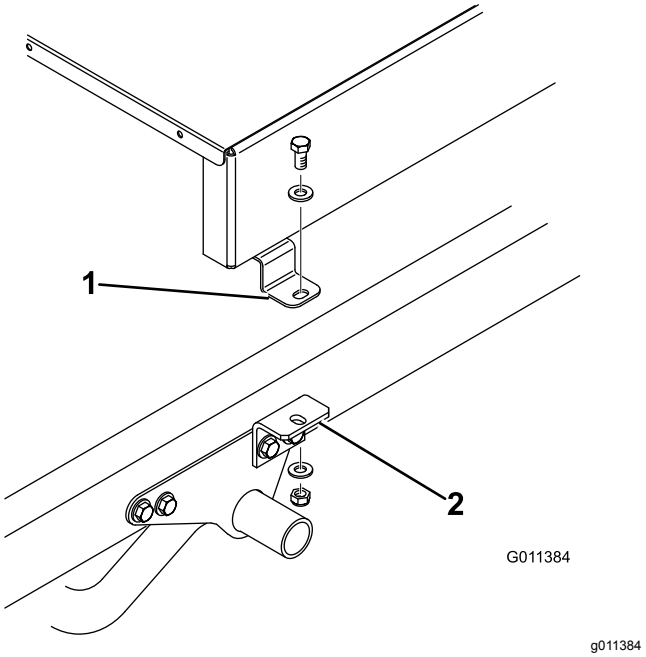
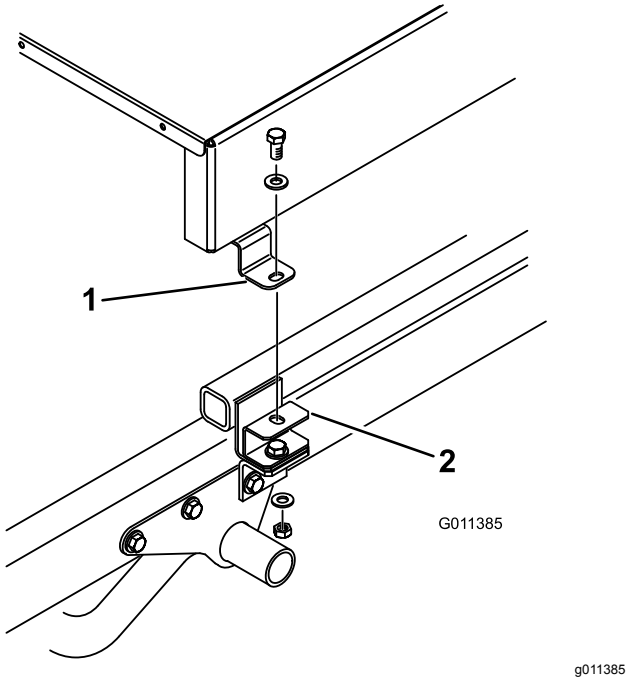

Figure 10
Figure 11
8. Loosely secure the top of each attachment bracket (Figure 10) or spacer mount (Figure 11) to the mounting tab on each side of the topdresser with a 1/2 x 1 inch cap screw, 2 flat washers, and locknut. Tighten all fasteners.